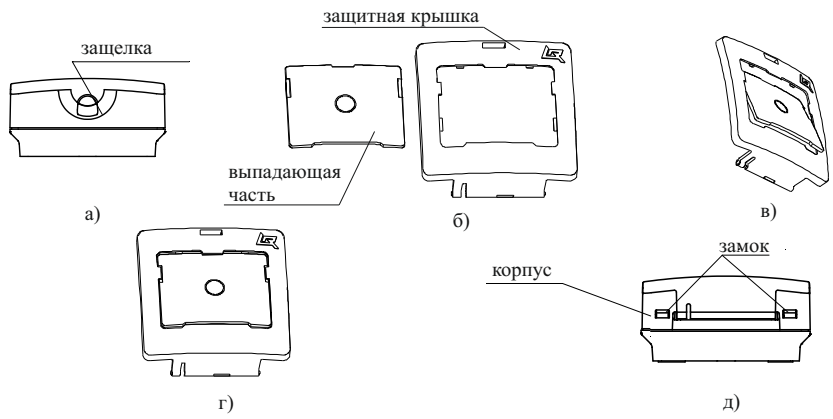

Рисунок 2
6.6 Для установки выпадающей части необходимо открыть защитную крышку, поддев защелку в верхней части корпуса острым предметом (Рисунок 2 а). Далее защитная крышка показана отдельно от корпуса (снимать крышку с корпуса УДП не следует). Выпадающая часть в положении, показанном на рисунке 2 б), ввести верхней кромкой в середину выреза защитной крышки (Рисунок 2 в) и, повернув, совмещая плоскости, защелкнуть нажатием на кромки выпадающей части (Рисунок 2 г).
6.9 Для установки УДП необходимо отсоединить корпус от основания, нажав отверткой на замки (Рисунок 2 д). (При этом кнопка должна быть в отжатом состоянии).